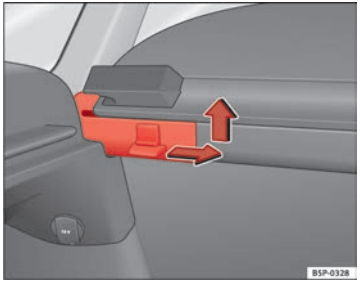

Fig. 124 Removing the rear shelf
– Press the side pin in the direction of the arrow, lift the cover and remove it ⇒ Fig. 124.